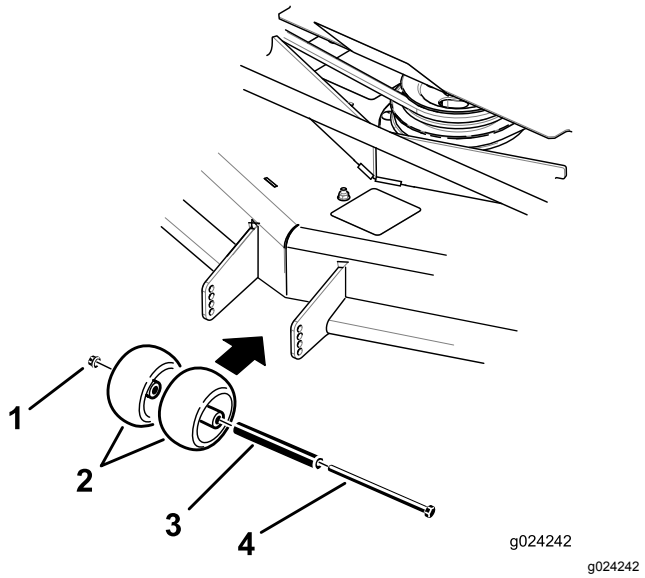
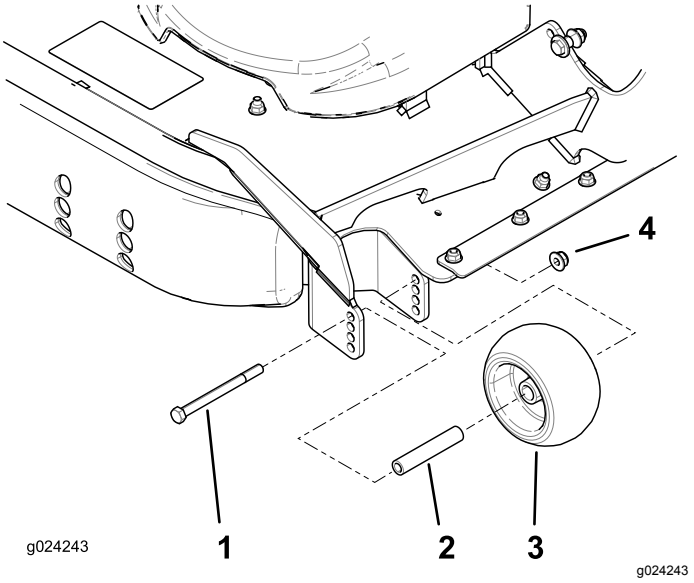

Figure 35
Figure 36
3. Réglez les galets anti-scalp comme montré à la Figure 35 et la Figure 36.